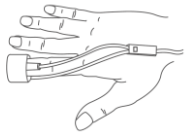

図 5.成人取り付け図
-成人(図 5.参照):光学部分を互いに向かい合わせにして、患者の指(人差し指が最適な位置だが、人差し指が使用できない場合や正しく配置できない場合は、親指以外の指で可)に装着する